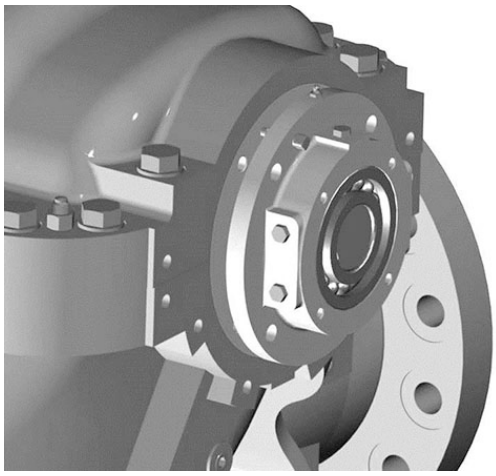

Figure 23
1. Identify the parts of the coupling guard. See Figure 23. The following instructions will reference items listed in Figure 23.